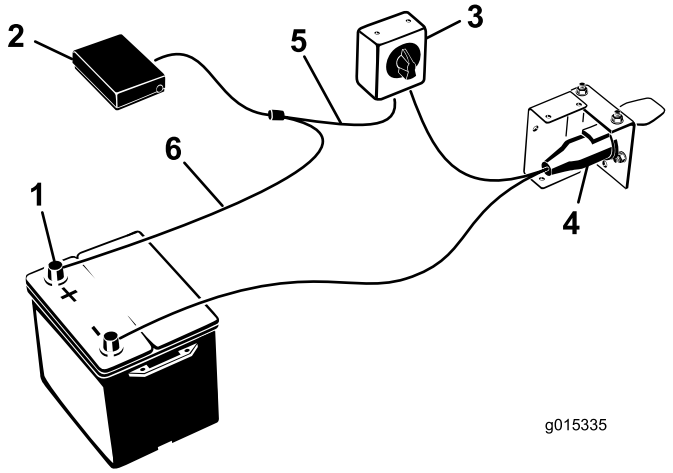

Rysunek 11
7. Zamocuj wiązkę przewodów do elementów (Rysunek 11) zgodnie z następującą procedurą:
8. Za pomocą (2) dołączonych śrub oraz blachonakrętek zamontuj sterownik obciążenia do wspornika sterownika obciążenia.